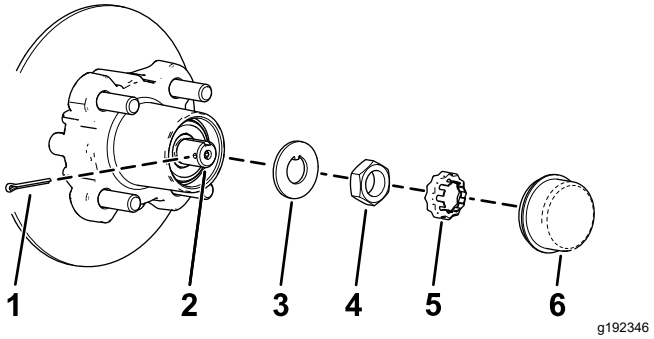
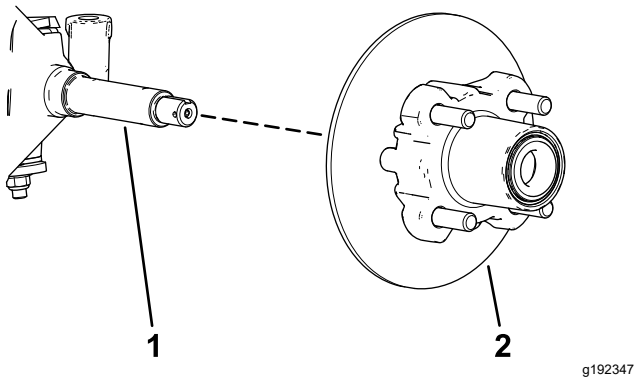

Figur 30
Figur 31
4. Fjern støvhetten fra navet (Figur 30).
5. Fjern hårnålsspliten og holdermutteren fra spindelen og spindelmutteren (Figur 30).
6. Fjern spindelmutteren fra spindelen, og skill navet og rotorenheten fra spindelen (Figur 30 og Figur 31).